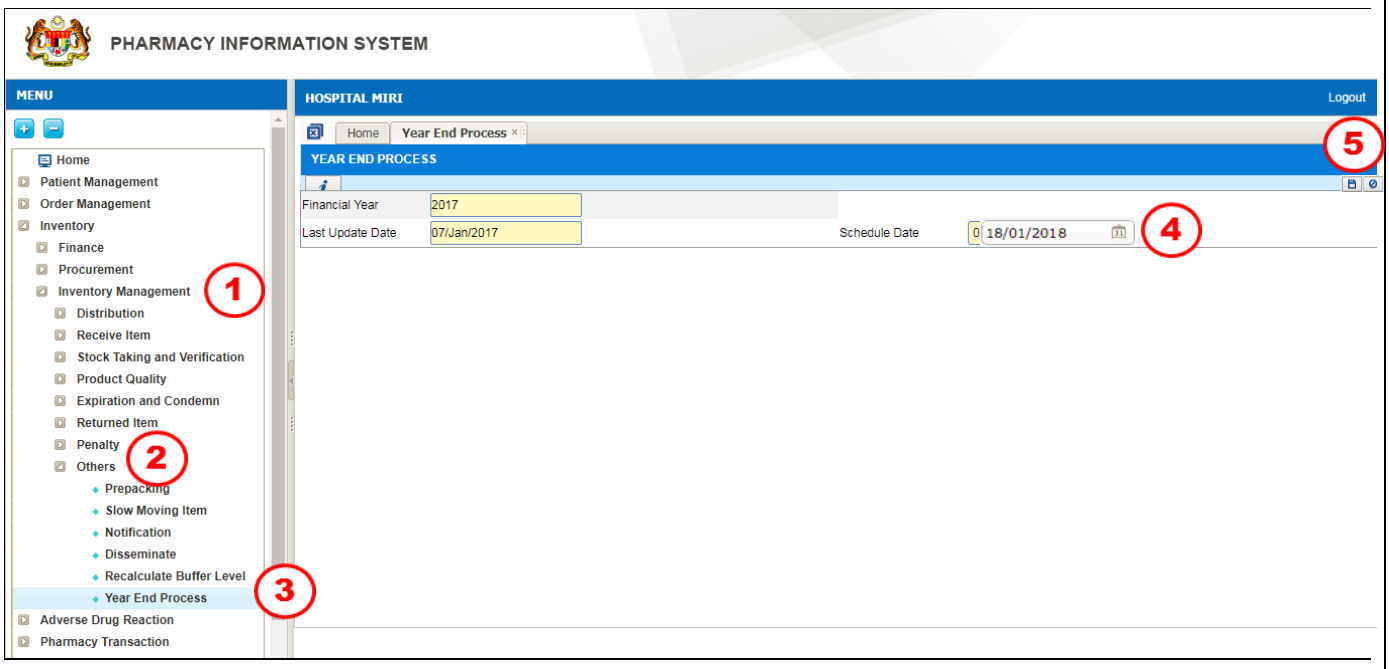
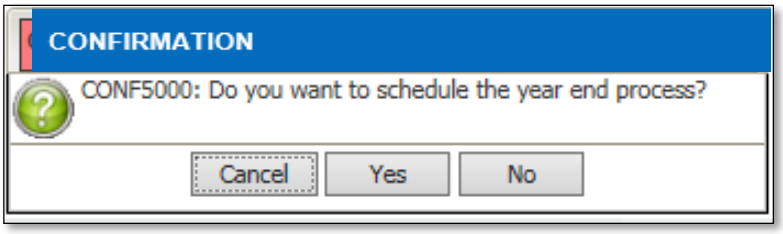

Figure 3.1-1 Year End Process
Figure 3.1-2 Message information to confirm transaction
- *Message Information as displayed in Figure 3.1-2 will be displayed once user click on the button in Figure 3.1-1.*